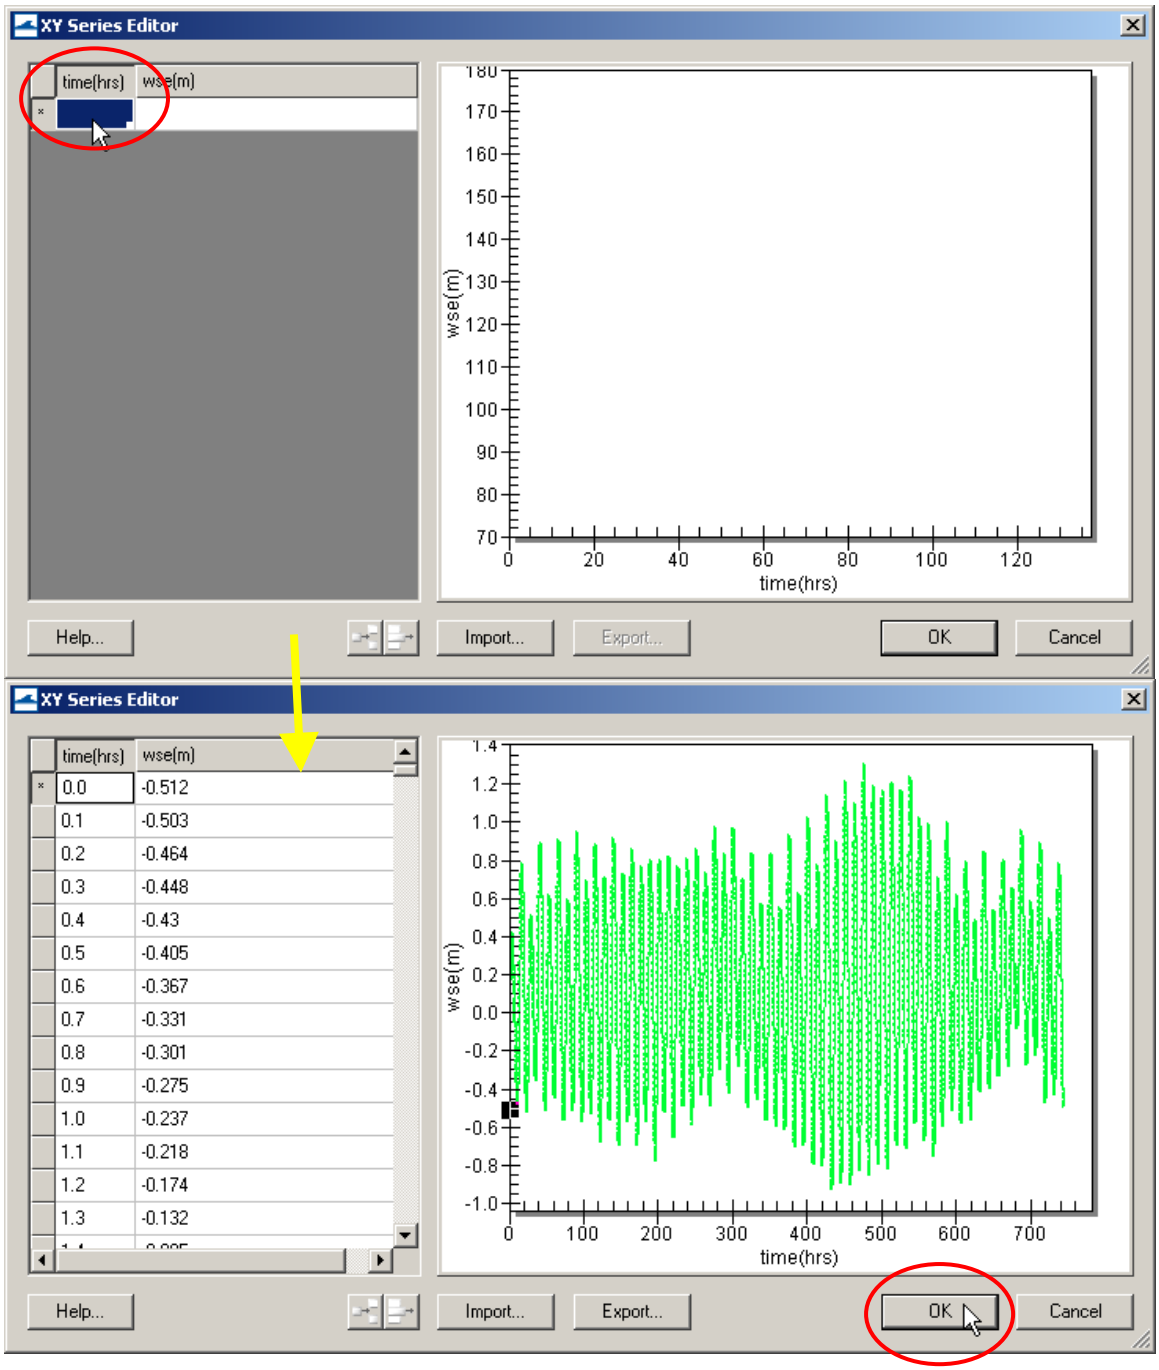

Figure 27. Top: is the blank *XY Series Editor*; Bottom: after the data is pasted in.
3. Open the excel file (*SandHook_vs_Belmar.xls*) in the *Hands-on/Example 1 - Shark River Inlet/Tide* folder, and select the time series in yellow for Sandy Hook with the time in hours on the left, and paste it into the *XY Series Editor* (Figure 27),
4. Zoom in on the graph on the right (Figure 27) to view the data up close,